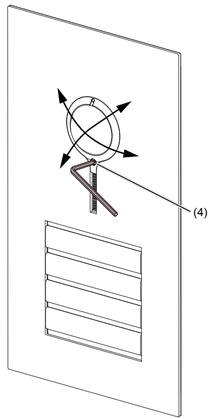

Bild 13: Ausrichtung der Kamera
- Die Fixierschraube für die Kamera mit dem beiliegenden Inbusschlüssel 1,5 mm lösen (Bild 13).